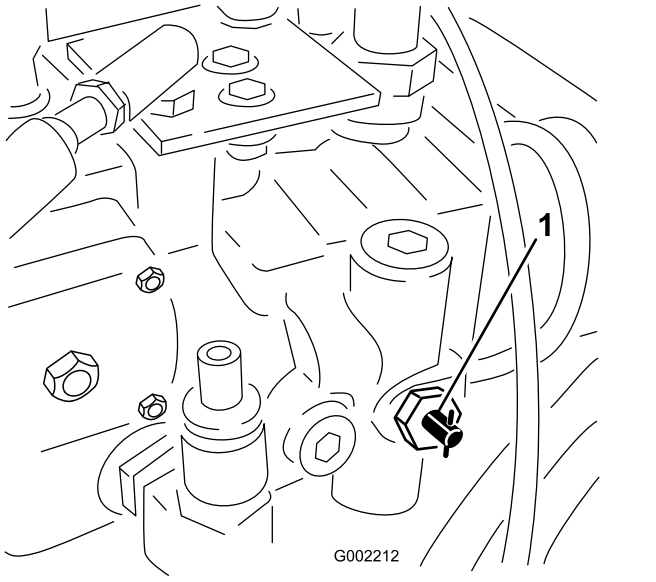

Figuur 52
1. Draai de sleepklep (Figuur 52) 90° in een van beide richtingen om deze te openen.